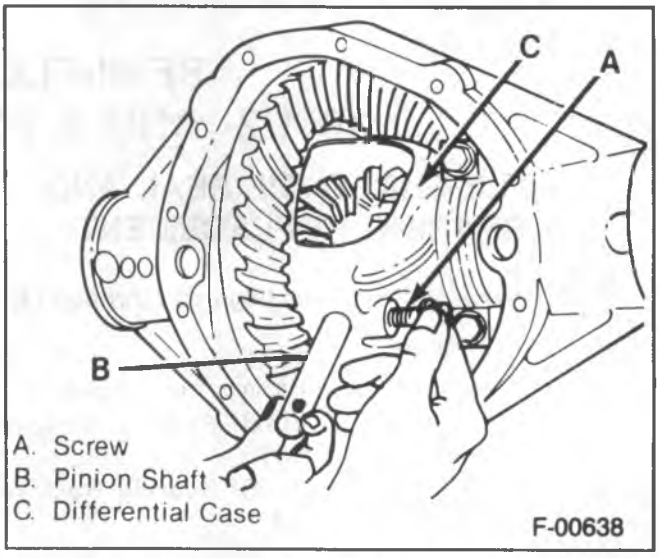

Figure 9—Removing/Installing the Differential Pinion
5. Pinion shaft (B) (figure 9).
- Align the hole in the pinion shaft (H) with the screw hole in the differential case (C).
6. Screw (A) (figure 9).